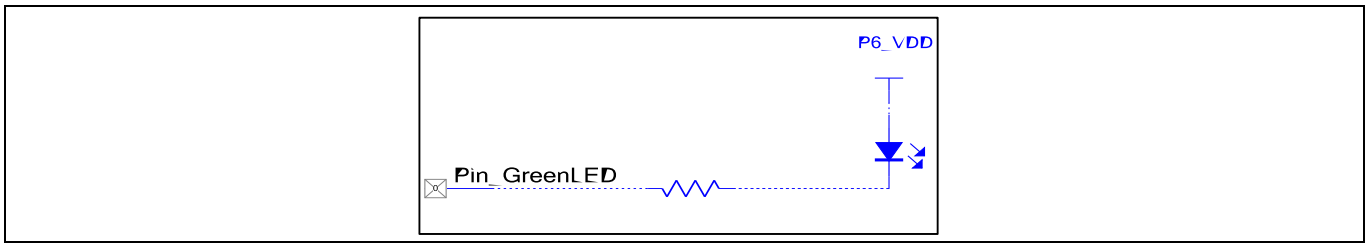

Figure 16　具有片外组件的输出引脚
3. *对于引脚，如果启用外部端子，则可以将外部“片外”组件添加到设计中。原理图上的外部组件仅用于描述目的;它们对生成的代码没有影响。片外组件是可选的，但可以帮助硬件设计团队了解设计的工作原理。您还可以向设计添加描述文本框。**Figure 16** 显示了如何增强 LED 的设计。在这种情况下，片外组件配置为未选中 **Instance_Name_Visible** 选项。电阻配置为值字段留空。配置电源端子，设置 **Supply_Name** 为 P6_VDD。*